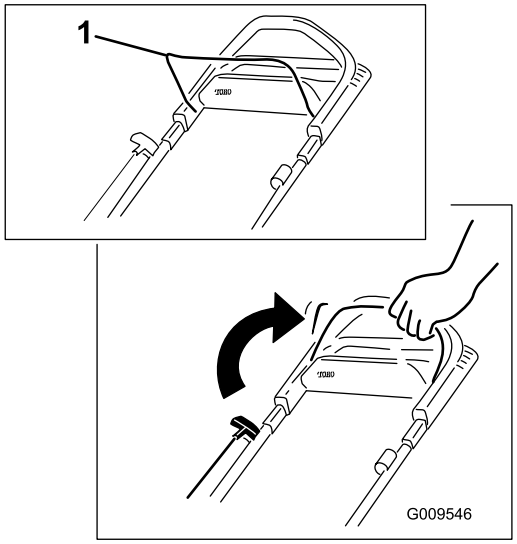

Figur 10
1. Håll knivstyrstången mot handtaget Figur 10).